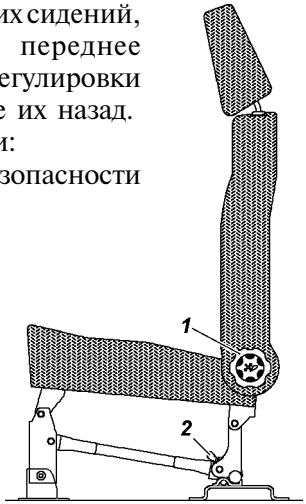

Рис. 3.8. Заднее трехместное сиденье:
Заднее трехместное сиденье (рис. 3.8) может быть разложено для организации спального места или сложено для увеличения объема грузового помещения.
-вращением ручек 1 (см. рис.3.8) наклоните спинки заднего трехместного сиденья назад до упора в подушки откидных сидений;
-вращением ручек 1 (см. рис.3.8) наклоните спинки заднего сиденья вперед до упора;